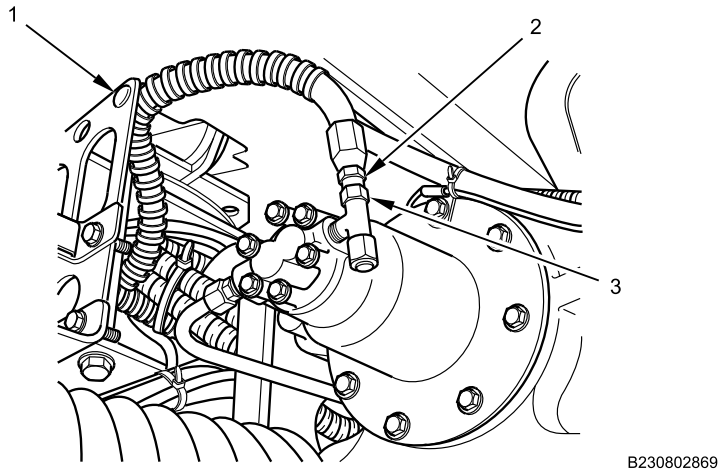

Figure 10. Transfer Case Oil Cooler Feed Hose.
3. Connect transfer case oil cooler feed hose (Figure 10, Item 2) to transfer case oil pump output fitting (Figure 10, Item 3).
4. Install transfer case oil cooler feed hose retainer (Figure 10, Item 1) to transfer case oil cooler feed hose (Figure 10, Item 2) and air dryer bracket. Tighten transfer case oil cooler feed hose securely.